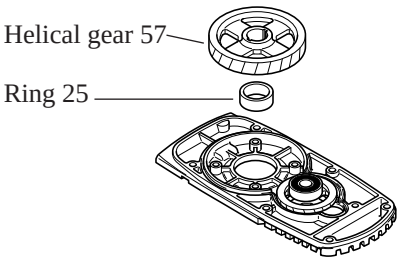

Fig. 25
(3) Then, helical gear 57 and ring 25 can be separated from gear housing. See Fig.25.